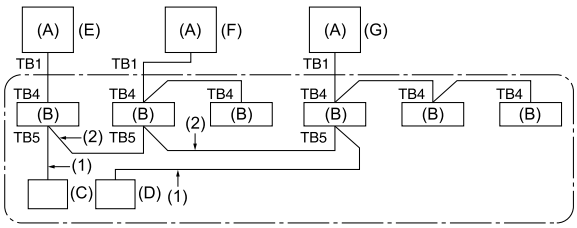

Fig. 10-1
(1) Schalten Sie die Anlage ein (Leistungsschalter).
(2) Stellen Sie nach dem Schließen des Gassperrventils den SWP-Schalter auf der Schalttafel der Außenanlage auf ON/EIN ein. Der Kompressor (Außenanlage) und die Ventilatoren (Innen- und Außenanlagen) beginnen zu arbeiten und der Kältemittelsammelvorgang setzt ein. LED1 und LED2 auf der Schalttafel der Außenanlage leuchten.
(3) Da die Anlage sich automatisch etwa zwei bis drei Minuten nach dem Sammeln des Kältemittels ausschaltet (LED1 und LED2 leuchten), stellen Sie sicher, daß das Gassperrventil unverzüglich geschlossen wird. Wenn LED1 und LED2 leuchten und die Außenanlage ausgeschaltet ist, öffnen Sie das Flüssigkeitssperrventil vollständig, und wiederholen Sie dann nach Ablauf von drei Minuten Schritt (2).
(4) Unterbrechen Sie die Stromversorgung (Leistungsschalter).
10. Kontrolle des Systems (Fig. 10-1)